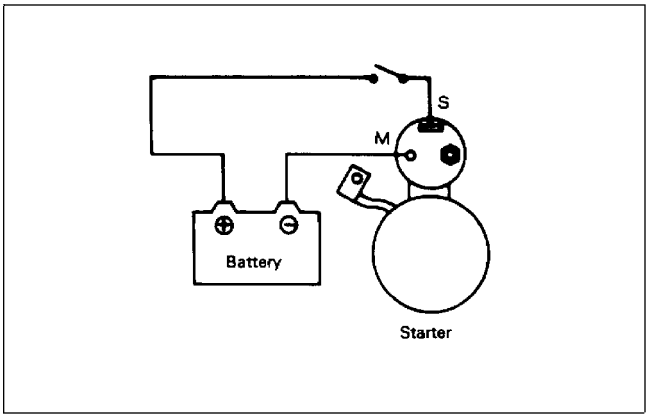

Figure 31
1. Disconnect the wire from terminal “M” (Fig. 31).